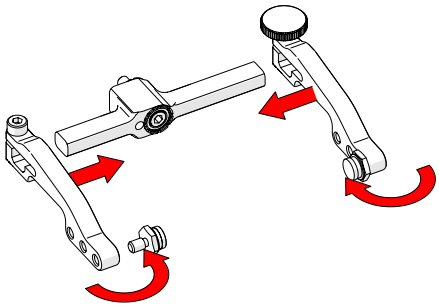

Fig. 133 - Attach arms & move buttons
5. Place the pivot buttons on the inside of the probe holder arms *(Fig. 133)* using a 3/8 in wrench *(Fig. 38)*.